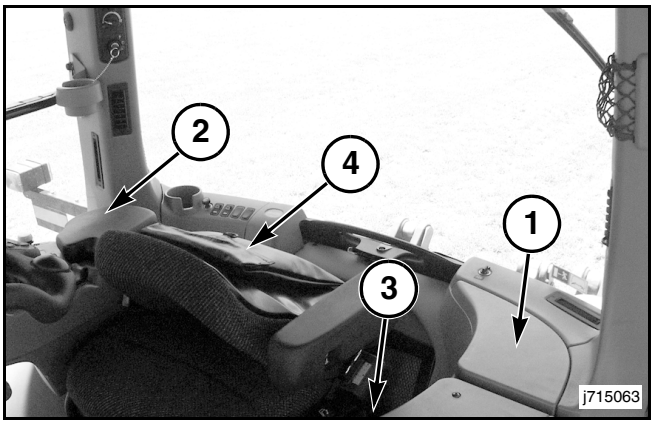

Рис. 52
Рис. 52: Отделение для хранения личных вещей закрывается крышкой (1) и находится в левом заднем углу кабины за сидением инструктора. При включенном кондиционере это отделение можно использовать для охлаждения продуктов.